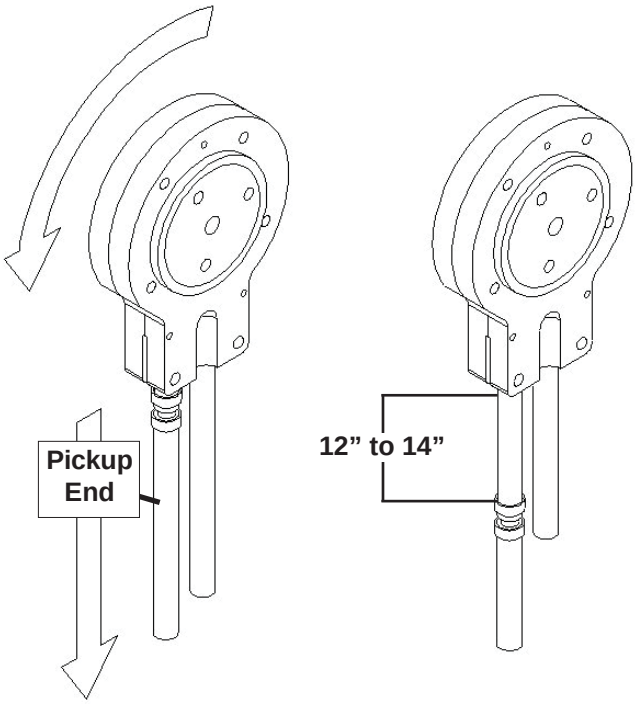

Figure 4-3 Pump Hose Reposition
C. Grasp the pickup hose end of the mix pump hose with one hand and turn the pump on. Pull down on the pickup hose end until 12 to 14 inches of tubing has fed through the pump then turn the pump off (Fig. 4-3).